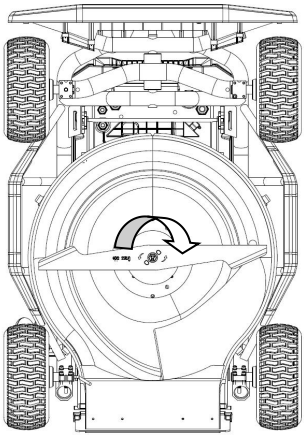

fig2
④.Replace blade and turn the screw clockwise to tighten (fig2)